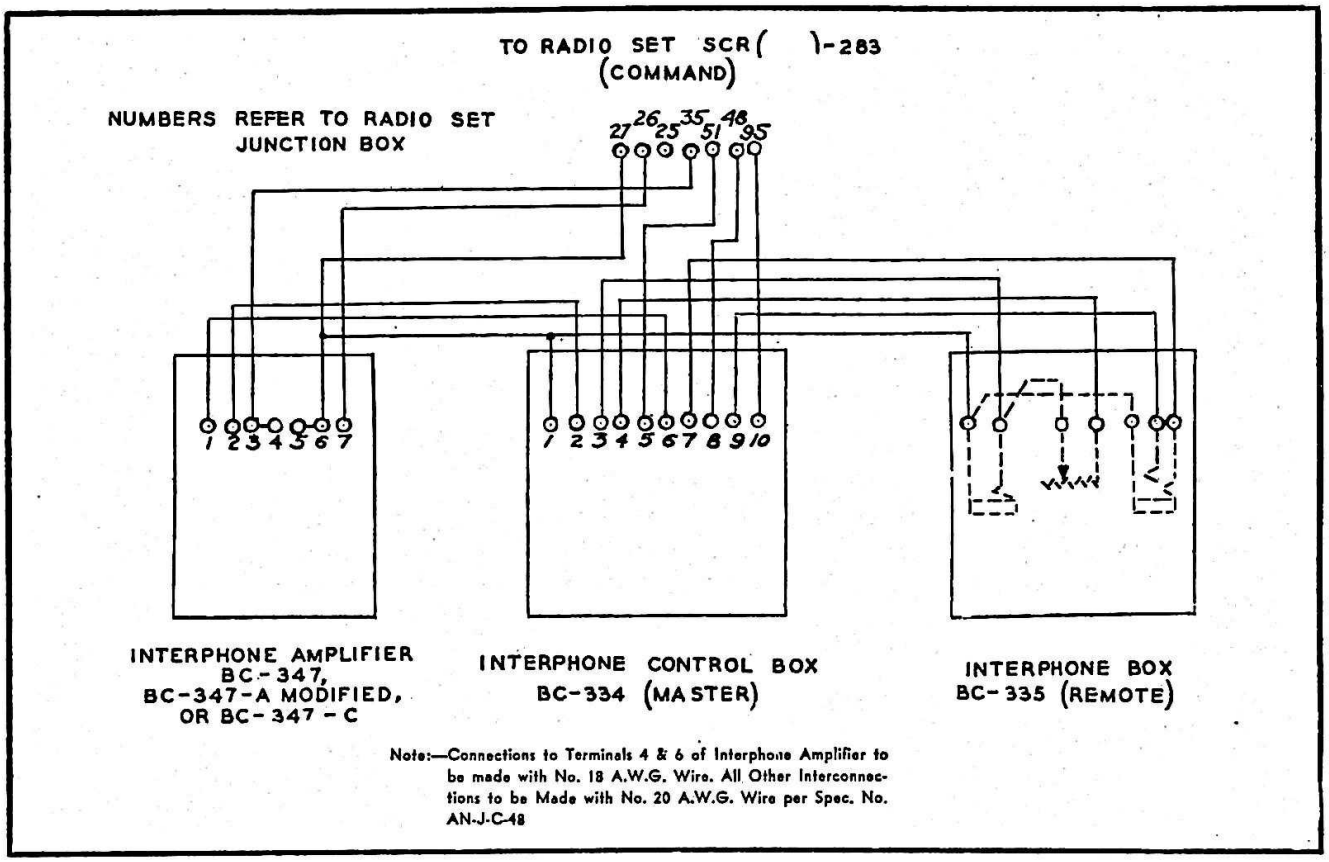

Figure 1-8. Interphone Equipment RC-34—Typical Installation, Interconnection Diagram
(1) Glue the template (furnished with the mounting) to the bottom of the amplifier box in accordance with the instructions on the template.
(2) Drill the four No. 2 holes in the bottom of the amplifier box.
(3) Assemble the amplifier to the mounting using the No. 10 binding head screws and lockwashers furnished with the mounting. The base plate for the mounting is already drilled for installation, and no additional preparation is required.
c. WIRING.—After the interphone amplifier, interphone boxes and dynamotor have been mounted in the proper locations in the airplane, interconnect them with Air Force wire (Specification AN-J-C-48) in compliance with Specification AN-W-14. Wire the circuits in accordance with standard Air Force drawings. The amplifier and Interphone Control Box BC-334 have jack strips, mounted on the bottom of the boxes, with solder terminals on the under side to which the conductors are connected. Enough slack must be left in the leads for Interphone Box BC-335 to allow for removal of the cover. It is desirable to turn the volume control unit in Interphone Box BC-335 so that the terminals are toward the side of the box opposite that which the interconnecting wires enter. If audio howl or feedback occurs under any condition, shield all the microphone leads. Figure 1-8 shows a diagram for a typical installation.
(1) Radio Set SCR-( )-283 (if installed in the airplane).—If the high voltage is obtained from the dynamotor unit of this radio set, a suitable dropping resistor (8000 ohms, 10 watts), such as Resistor RS-250, must be used to reduce the voltage output of this dynamotor to approximately 250 volts, the proper value for operation of the interphone amplifier.
(2) Dynamotor PE-86-( ).—Normally supplied as a part of this equipment when radio sets other than Radio Set SCR-( )-283 are installed in the airplane.
(3) The power supply unit of any other radio set in the airplane capable of furnishing 225-300 volts at 18 milliamperes. If the voltage of the power supply used